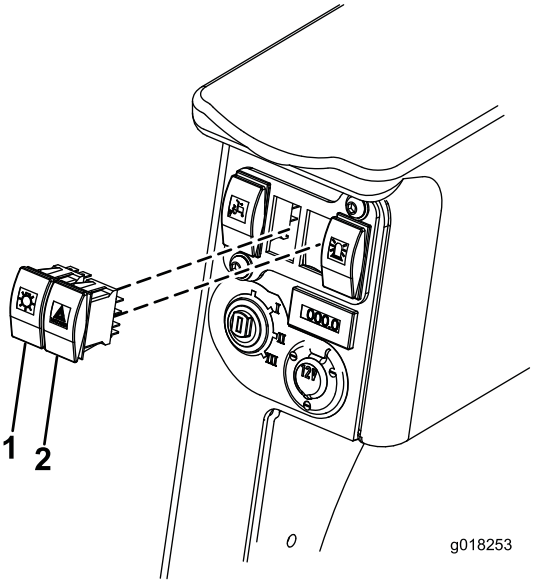

Figur 16
7. Anslut ljus- och varningsomkopplarna till rätt kontakt och för in omkopplaren i hålet (Figur 16).